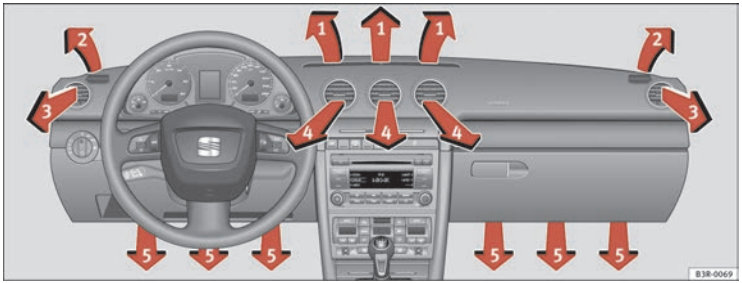

Fig. 134 Instrument panel: Location of air outlets
The air outlets ⇒ fig. 134 (3) and (4) can be operated as follows:
Each of the three buttons has a specific function. The numbers relate to the air outlets ⇒ page 161, fig. 134.
After the ignition is switched off, the blower is supplied with electrical power from the solar roof. Please ensure that outlets 3 and 4 are open ⇒ page 161, fig. 134 to ensure the best possible ventilation.